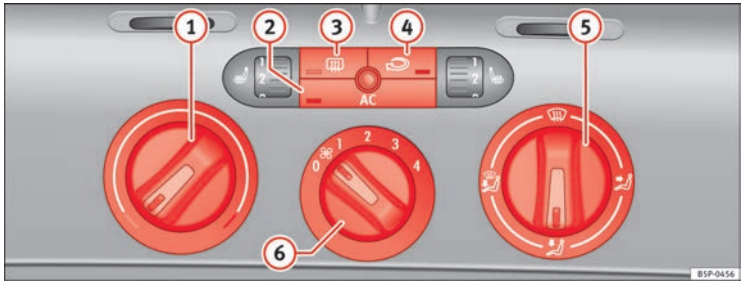

Fig. 127 On the dash panel: Climatic controls
– Turn the temperature selector ⇒ Fig. 127 (1) clockwise to select the required temperature.